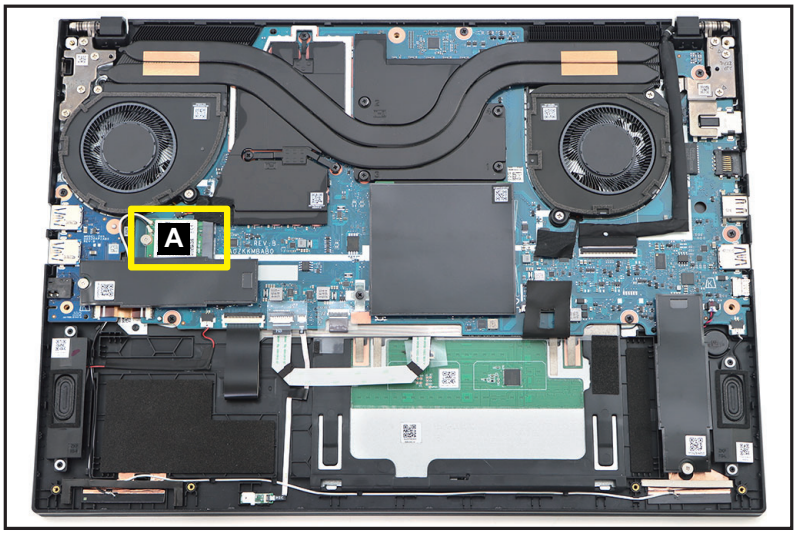

Figure 1-17. WLAN Module Location
1. Find the WLAN module (A) on the top assembly (Figure 1-17).
2. Push the DIMM module clips (B) outwards (Figure 1-17).